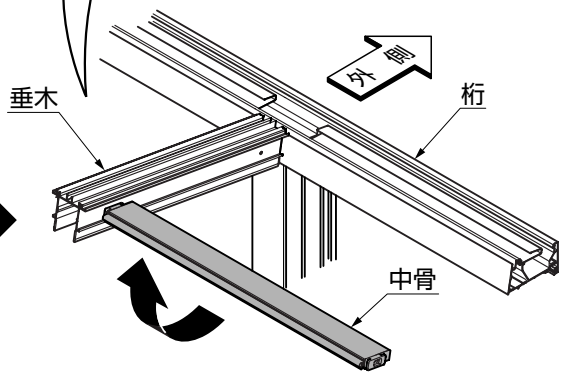

図12-3
①中骨を垂木間に回転しながら、はめ込んでください。(図12-2、図12-3参照)